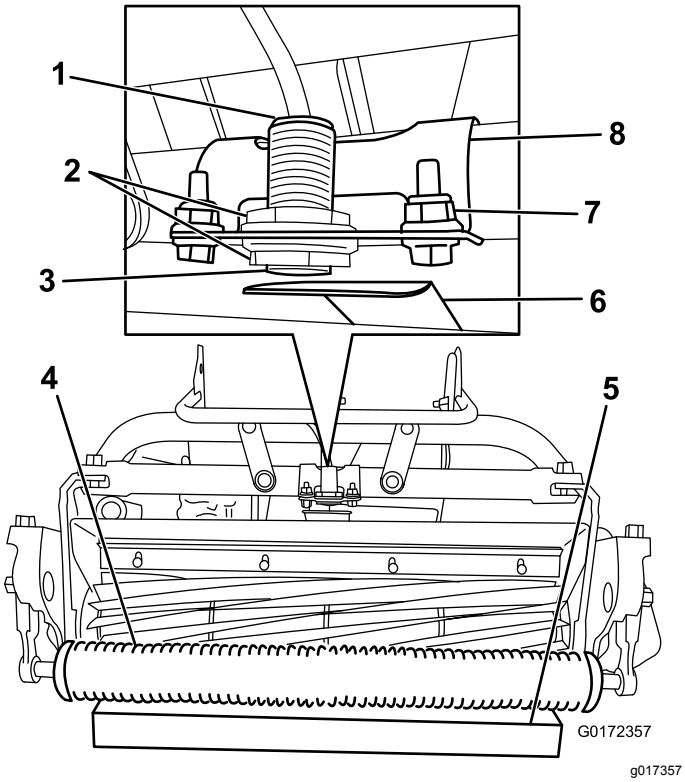

Figur 17
2. Løsn kontramøtrikkerne på sensoren, og juster sensoren, så det ene gevind er synligt forbi den nederste kontramøtrik (Figur 17).
4. Placer en blok på 3,8 cm under klippeenhedens frontrulle (Figur 17).
5. Løsn de fastgørelsesanordninger, der fastgør sensorbeslaget til stellet (Figur 17).
8. Drej sensorbeslaget mod målpladen, indtil lyset øverst på sensoren lyser (Figur 17). Hvis lampen allerede var oplyst, skal den drejes væk fra målpladen, indtil den går ud, og derefter drejes i modsat retning, indtil den lyser igen.